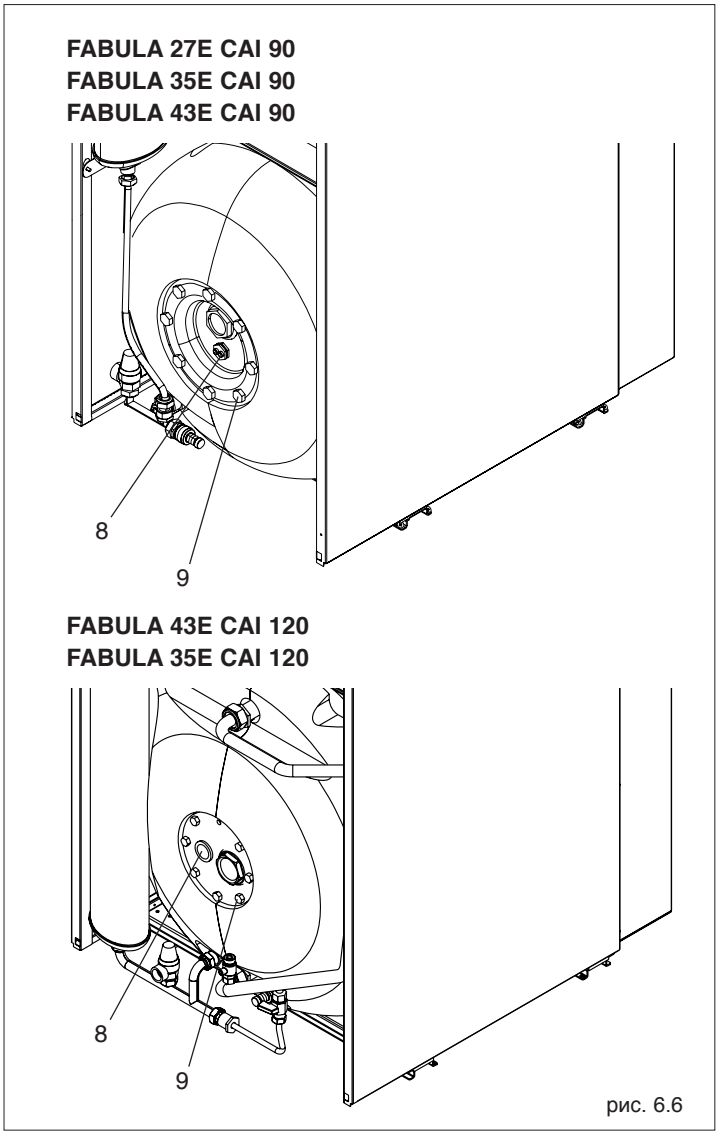

рис. 6.6
- Снимите крышку (F) (рис. 6.6) дымовой камеры
- Установите обратно крышку (F) и теплоизоляцию.